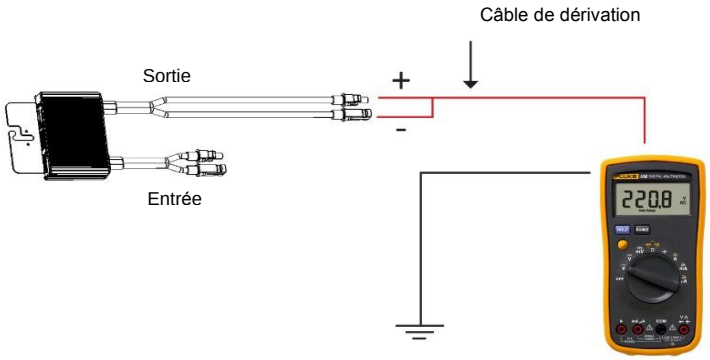

Figure 4 : Connexion du testeur d'isolement à l'optimiseur de puissance
b. Branchez les connecteurs de *sortie* positif et négatif de l'optimiseur de puissance au câble de dérivation (voir Figure 4).